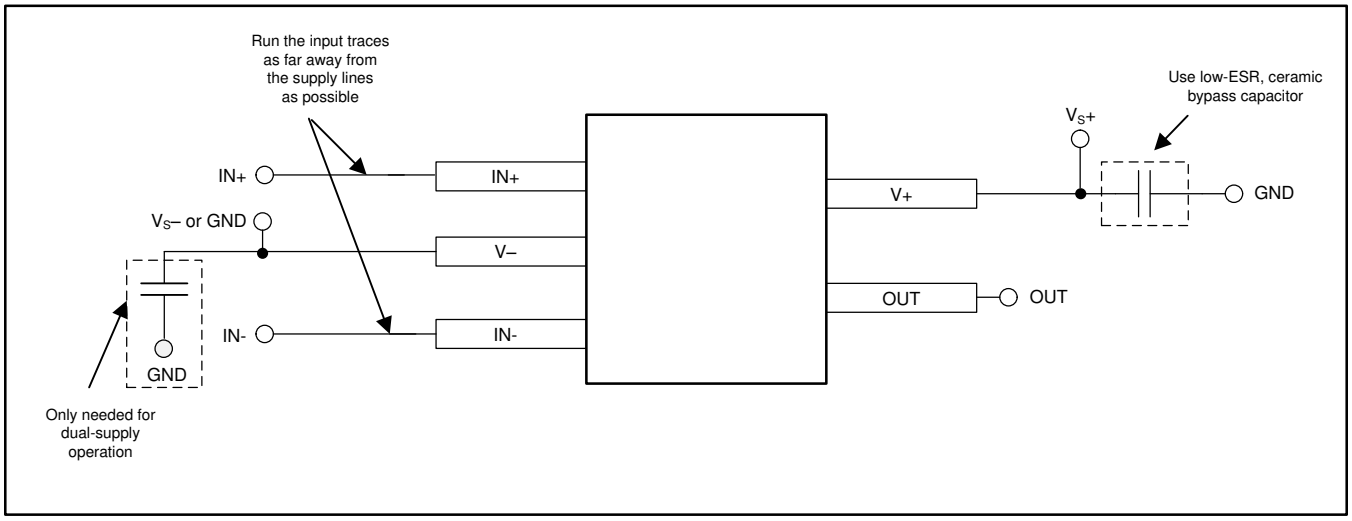

Figure 22. Comparator Board Layout
- To minimize supply noise, place a decoupling capacitor (0.1-µF ceramic, surface-mount capacitor) as close as possible to V_S as shown in Figure 22.